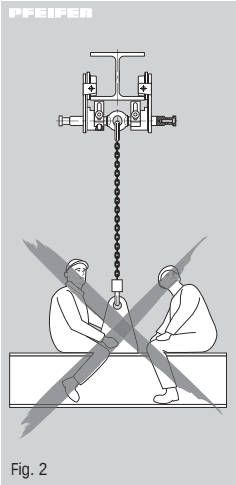

Fig. 2
- Using the running gear to transport people is forbidden (Fig. 2).